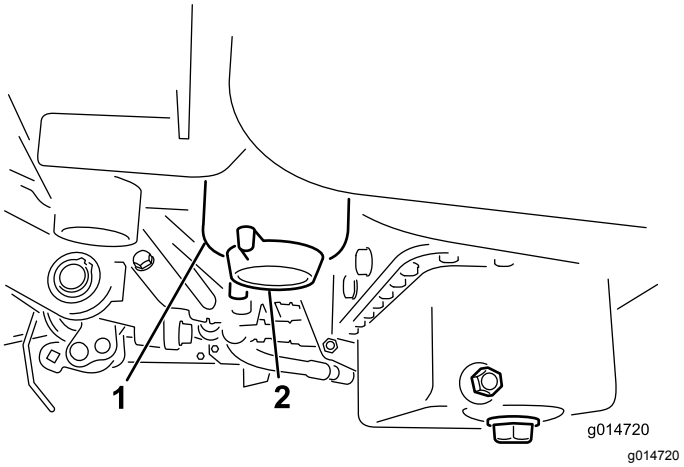

Figuur 49
2. Reinig de omgeving van de plaats waar de filterbus wordt gemonteerd (Figuur 49).
4. Open de aftapplug van het filter (Figuur 49).